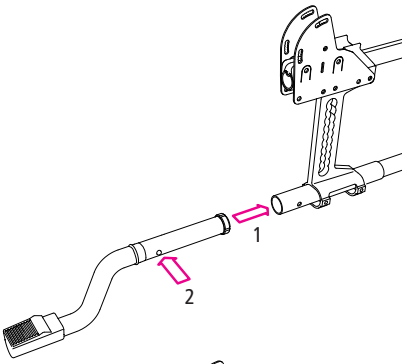

fig. 24
2. Spingere il tubo poggiapiede all'interno del telaio (1, fig. 24). Lo scatto del perno si percepisce nettamente (2, fig. 24).